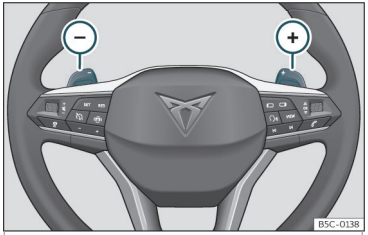

Fig. 138 Volante: palancas para cambio automático.
- Pulse la leva de cambio ⊕ para insertar una marcha superior››› **fig. 138**.